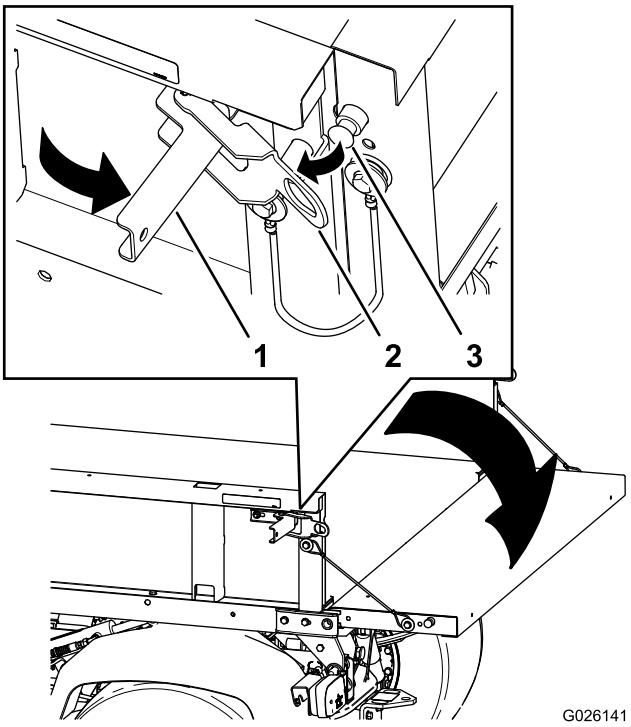

Figur 19
2. Åbn låsene på ladets højre og venstre side (Figur 19), og sænk bagklappen.